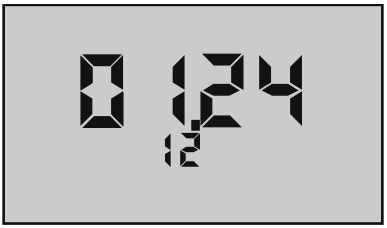

Figure 12
Example shown in Figure 12 is in US format, i.e., mo/dy/yr. **NOTE:** The default format is US. Date format may be changed (ref. Date Format “US and International (Int)”, pg. 26).
2. Press (MR/▼) repeatedly until the date is displayed (scrolling through stored readings, PC OFF, CLr ALL and time to the date, e.g., “**11.18 11**” (Figure 12), November 18, 2011).